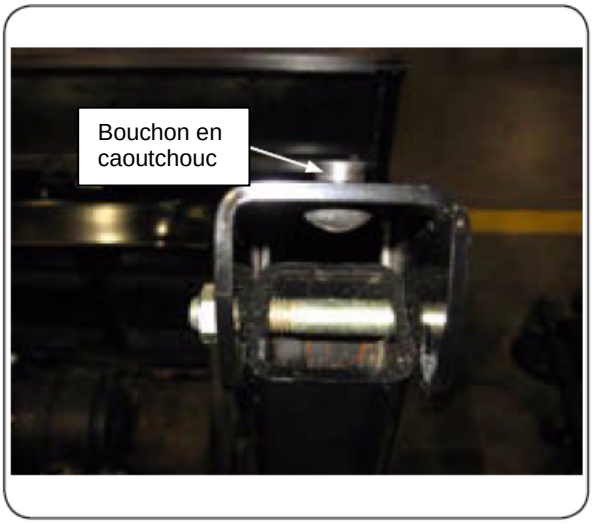

Figure 3-4
7. Insérez les bouchons en caoutchouc dans chaque côté du système antirenversement supérieur. Consultez la Fig. 3-4.